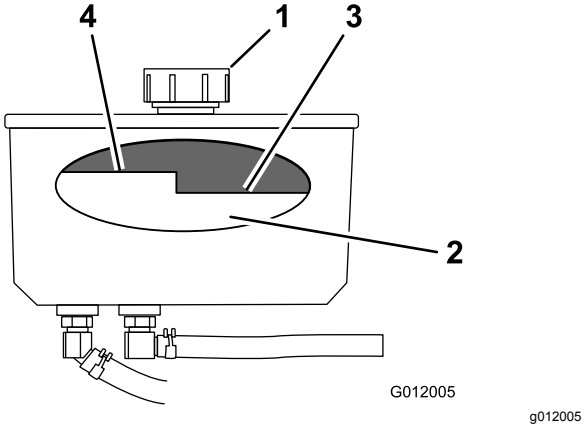

Rysunek 72
4. Wyczyść obszar wokół korka i szyjki wlewu zbiornika oleju hydraulicznego (Rysunek 72).
5. Odkręć korek szyjki wlewu (Rysunek 72).
Informacja: Gdy olej jest gorący, jego poziom powinien wypadać poniżej poziomu ciepłego na przegrodzie (Rysunek 72).